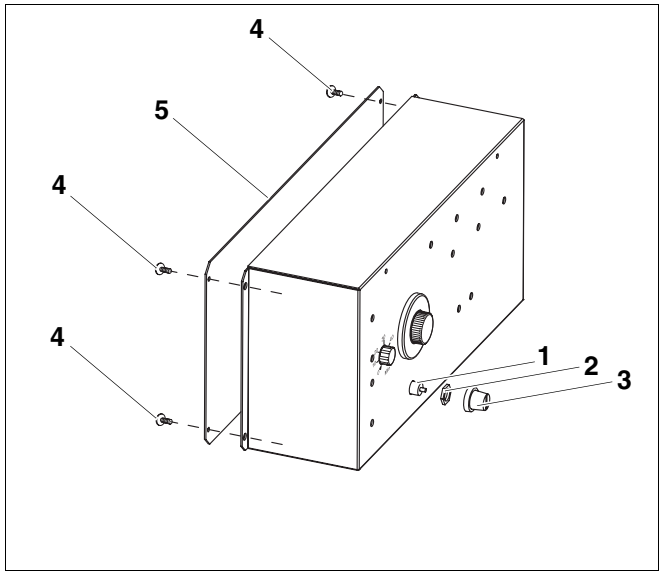

Afb. 75 Bijkomend regeltoestel HT3101E
- Draai de schroeven (afb. 75, **pos. 4**) uit het deksel van de behuizing (afb. 75, **pos. 5**).
- Neem het deksel van de behuizing (afb. 75, **pos. 5**) weg.
- Schroef het beschermkapje (afb. 75, **pos. 3**) eraf.
- Draai de schroefkoppeling van de STB (afb. 75, **pos. 2**) los.